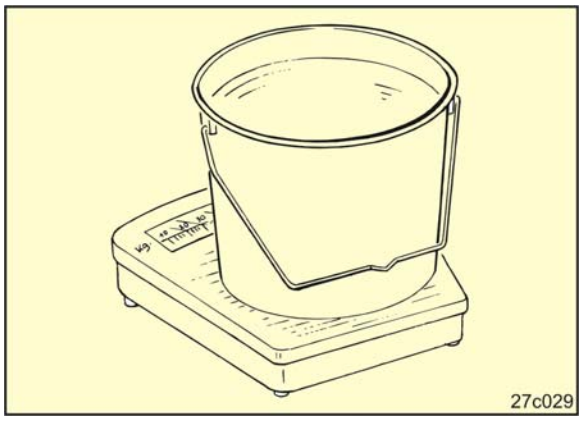

Fig. 196
9. Die aufgefangene Düngermenge unter Berücksichtigung des Behältergewichtes wiegen (Fig. 196) und mit dem Faktor ”40” multiplizieren.